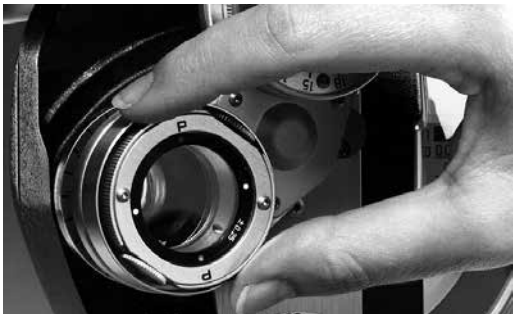

Figura JC-4 Comprobación de la potencia
1. Para llegar a la posición de comprobación de la potencia desde la comprobación del eje, el profesional simplemente gira la unidad hacia la derecha, hasta la próxima posición de freno. La confirmación visual de la posición de comprobación de la potencia correcta encuentra los puntos blancos, o los puntos rojos y las letras "P" (potencia) en el cilindro cruzado. Consulte la figura JC-4.